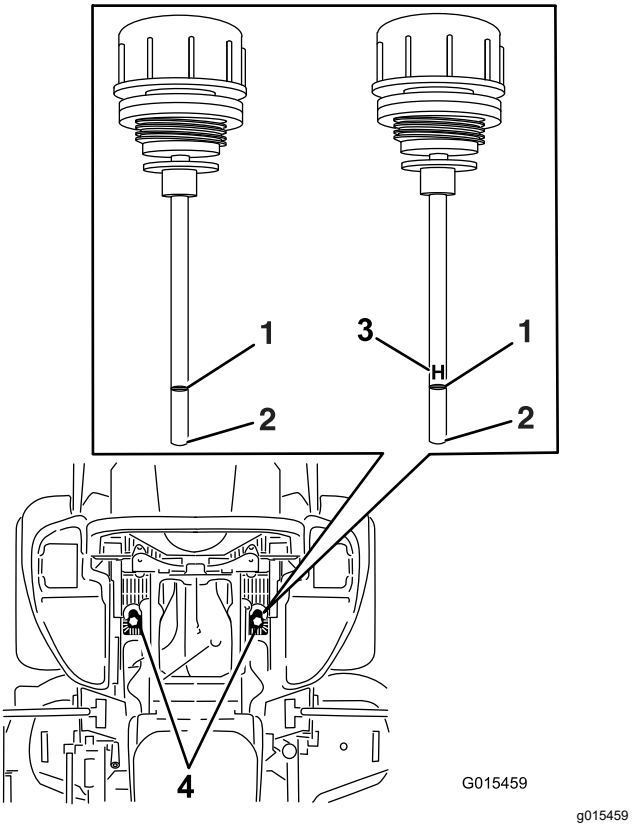

Figur 99
5. Rengør området omkring målepindene i hydrauliksystembeholderne (Figur 99).
6. Tag én målepind ud af hydraulikbeholderen (Figur 99).
8. Tag målepinden ud, og se på enden (Figur 99).